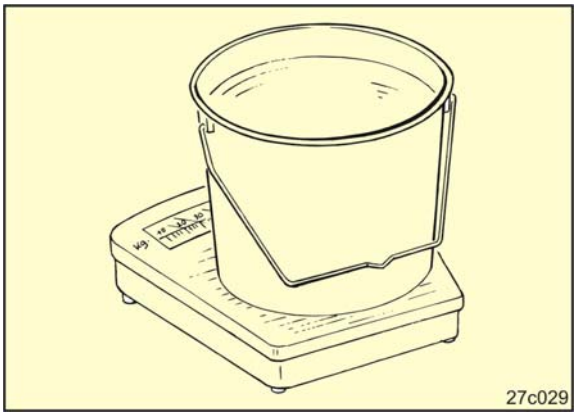

Fig. 183
11. Die aufgefangene Düngermenge unter Berücksichtigung des Behältergewichtes wiegen (Fig. 183) und mit dem Faktor „40” multiplizieren.